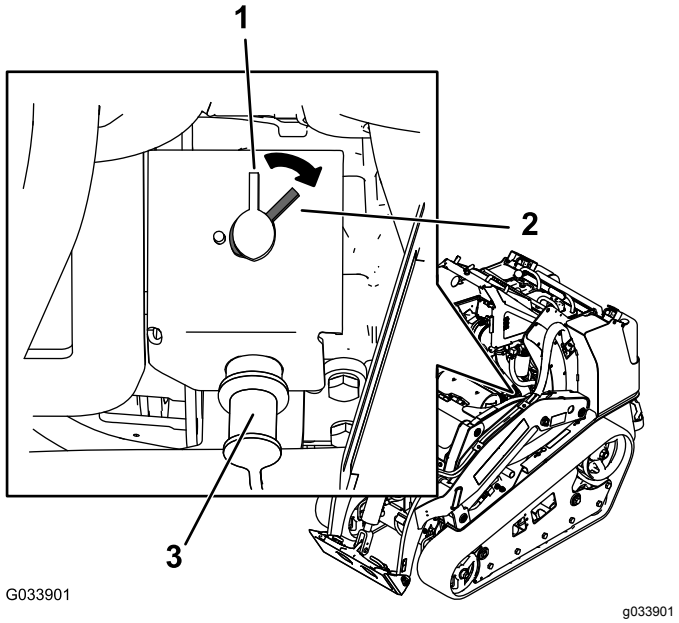

**Rysunek 52**
- Aby włączyć zasilanie elektryczne maszyny, przekręć odłącznik akumulatora w prawo do pozycji ON (Rysunek 52).